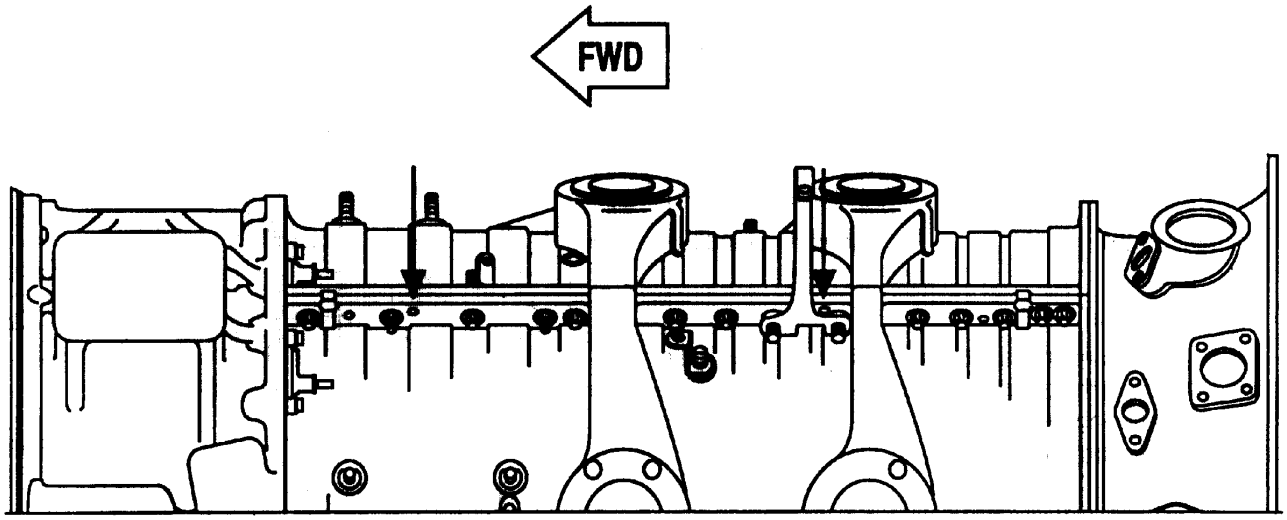

Figure 17. Compressor Jack Screw Hole Locations
d. Install four 0.250–28 threaded bolts (with at least 0.78 effective threaded length) in the tapped holes in the horizontal flanges of the compressor case to jack the case halves apart (two tapped holes in each flange). (See figure 17.)